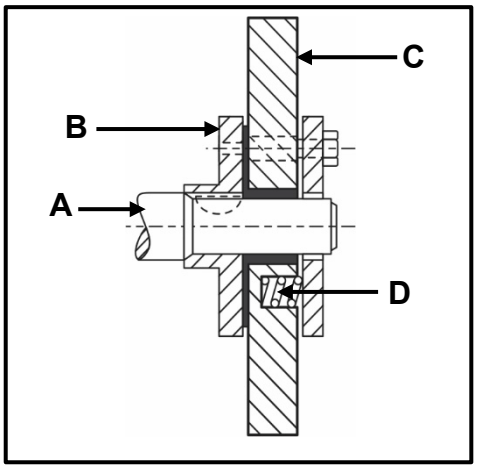

FIGUUR 6.2
6.2 FIGUUR 6.2 hieronder toon 'n onderdeel wat aan die voorkant van die krukas in 'n binnebrandenjin aangebring word. Beantwoord die vrae wat volg.